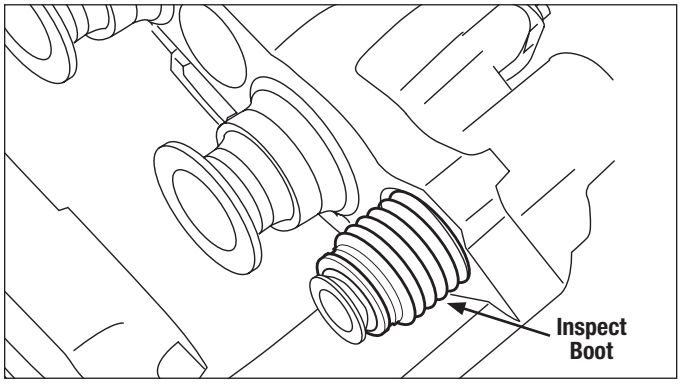

Figure 28 – Guide Pin Boot Inspection (This Image Does Not Show the Carrier)
4.5.4 *See Figures 28 and 29.* With the pads removed, slide the carrier by hand to the inboard position (*See Figure 28*). By looking through the opening where the pads are installed – and also from below – inspect the inner boot (9) for each of the guide pins. **INSPECT FOR DAMAGE, CUTS, AND CRACKS.** Replace damaged boots immediately to prevent dirt and/or moisture affecting the movement of the guide pins *(See Section 5.4)*. Damaged or corroded guide pins will impair the operation of the brake.